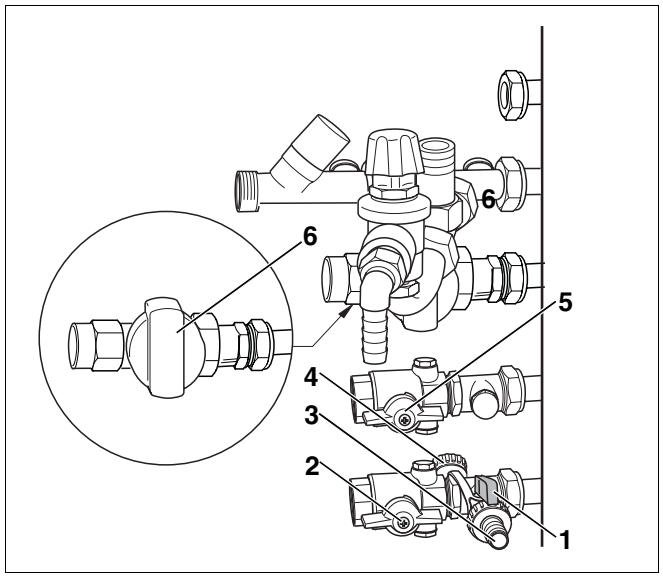

Rys. 22 Zawór do napełniania i spustu, tu zestaw przyłączeniowy do montażu z boku po lewej stronie
- Odkręcić nakrętkę kołpakową (rys. 22, **poz. 4**) zaworu do napełniania i spustu (rys. 22, **poz. 1**) i nakręcić końcówkę węża (rys. 22, **poz. 3**).
- Na zawór do napełniania i spustu (rys. 22, **poz. 1**) nałożyć wąż wypełniony wodą i otworzyć zawór.
- Otworzyć zawory konserwacyjne na przyłączu zasilania i powrotu (rys. 22, **poz. 2** i **5**, strona 33).